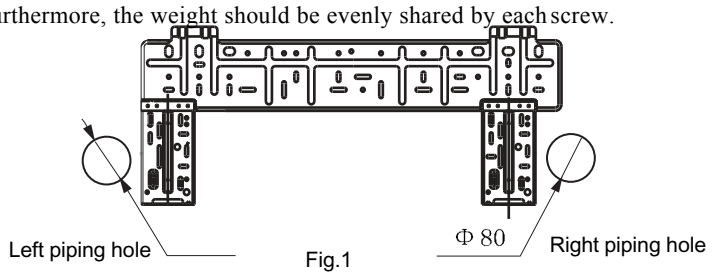

Fig.1
② Install the piping hole
- Make the piping hole (Φ50) in the wall at a slight downward slant to the outdoor side.(Shown in Fig. 1)